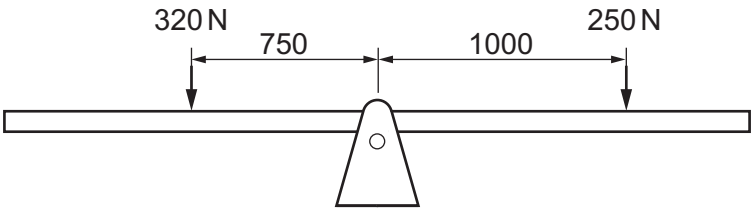

**Fig. 10.1**
**(b)** Fig. 10.1 shows a see-saw with the position of two loads marked.